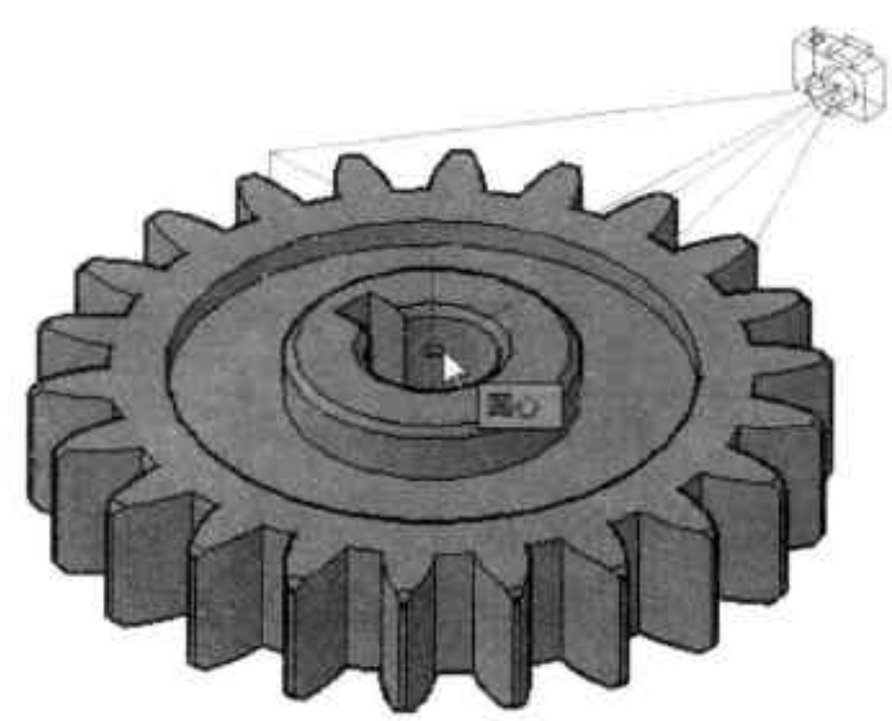

图11-30 指定视点位置
Step 02 相机位置指定好后，根据提示指定好视点位置，这里指定圆柱齿轮的中心点，如图 11-30 所示。